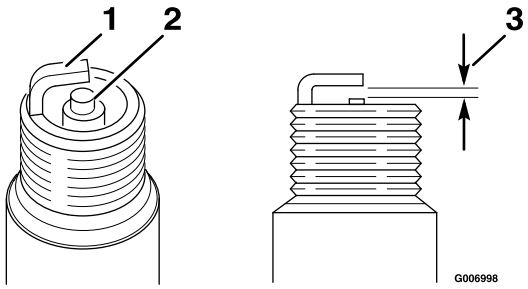

Figure 24
5. Réglez l'écartement des électrodes à 0,76 mm (0,030 po), comme montré à la Figure 24.